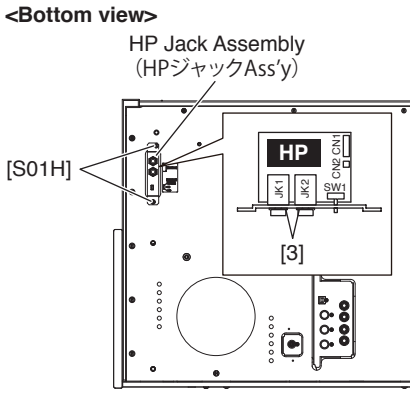

Fig.11（図 11）
14-2 Remove the two (2) screws marked [S01H]. The HP jack assembly can then be removed. (Fig.11)
14-4 Remove the two (2) hexagonal nuts marked [3]. The HP circuit board can then be removed. (Fig.11)
14-2 [S01H] のネジ 2 本を外して、HP ジャック Ass'y を外します。（図 11）
14-4 [3] の特殊ナット 2 個を外して、HP シートを外します。（図 11）